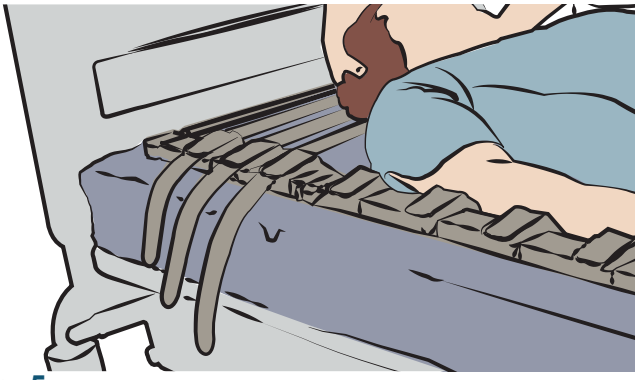

Fig. 5
8. Commencez par attacher manuellement les sangles transversales au niveau de la tête (x3) et des pieds (x1). Voir fig. 5.